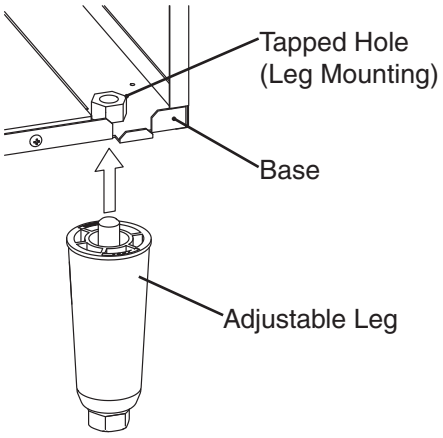

Fig. 3
5) If installing the unit with legs on the bottom, use the four accessory legs adjustable from 6" (15.2 cm) to 7" (17.8 cm). Screw the legs tightly into the tapped holes in the base. See Fig. 3.